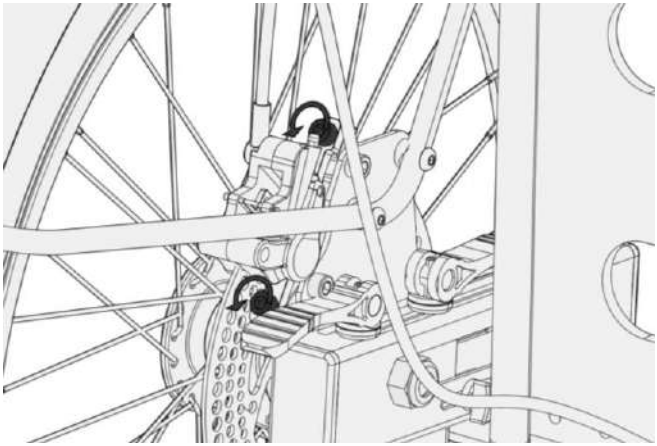

Abbildung 52 - Ansicht der Schrauben, die zum Auswuchten der Bremsen gelöst werden müssen
- Lösen Sie den Bremssattel mit einem Inbusschlüssel der Größe 5 ganz leicht, sodass er sich bewegen kann (siehe Abbildung 52);